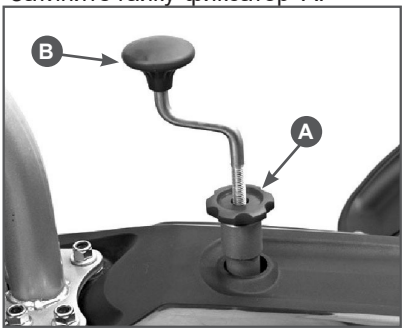

Рис. 10 Регулировка высоты подъема щетки
1. Ослабьте затяжку гайки-фиксатора А (Рис. 10).
2. Вращая ручку В регулировки высоты подъема щетки по или против часовой стрелки, отрегулируйте степень прижатия щетки к дорожному покрытию (Рис. 10).